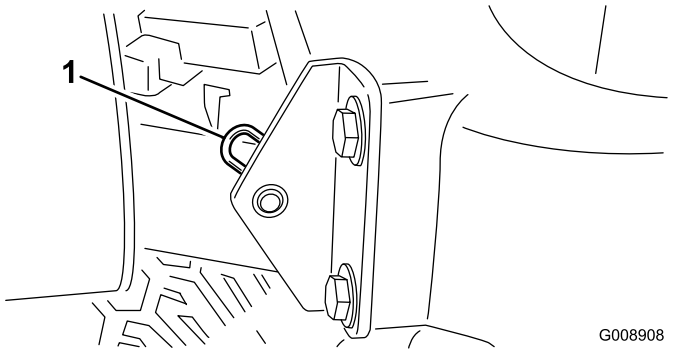

Rysunek 49
2. Zdejmij zawleczkę (Rysunek 49) mocującą maskę do jej wspornika.